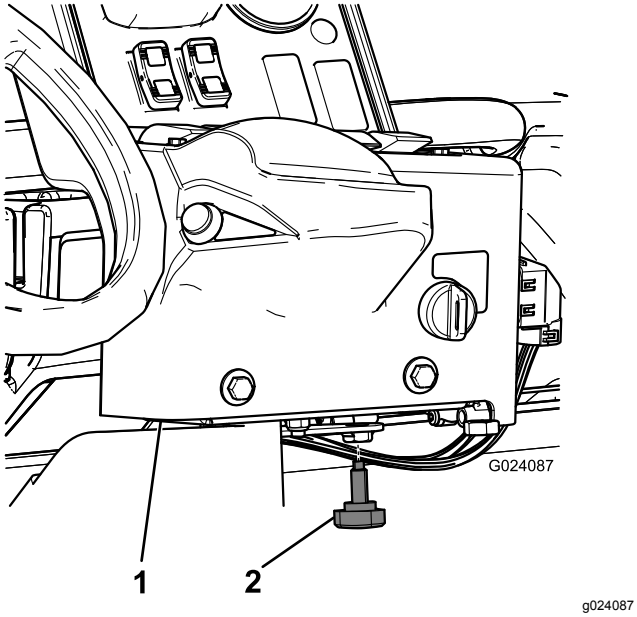

Figur 15
3. Monter håndgrebet for at forhindre konsollen i at rotere under drift (Figur 15).